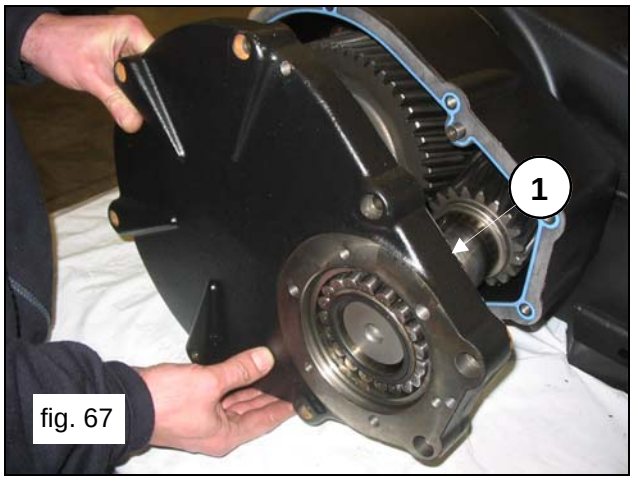
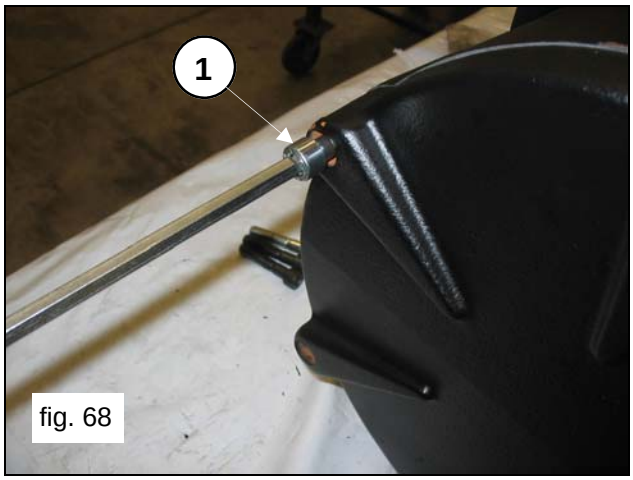
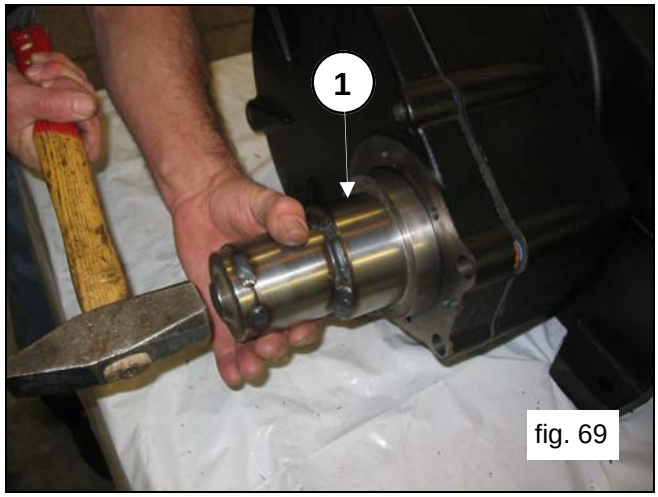

fig. 67
fig. 68
fig. 69
Assemble the reducer cover (pos.①, fig.67) and fasten it using 8 M10x50 screws (pos.①, fig.68). Use a stopper to avoid that the bearing comes out of its seat (pos.①, fig.69).